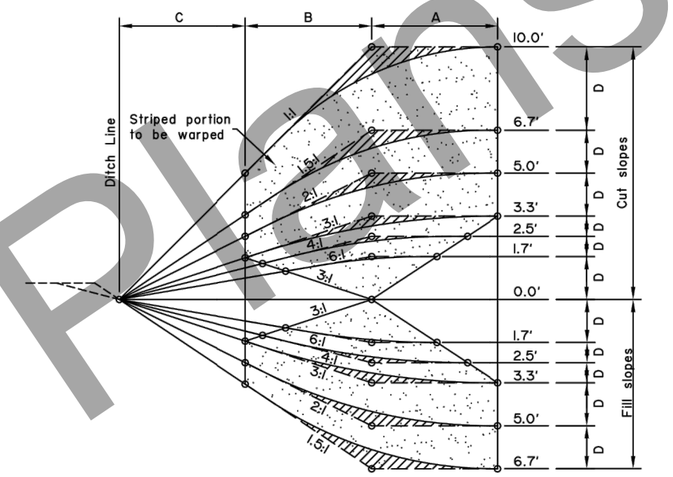

FIG. 4
2. Intersections of cut and fill slopes shall be warped as shown in fig. 4 and 5 when required by the plans or special provisions.
(b) When the average depth of cut or fill is such that the dimension B+C exceeds 10 feet, the ends of warping shall be at points where B+C is 10 feet, provided the warping distance E does not exceed 100 feet. That is, as shown in fig. 4 and 5, warping shall begin at a cut or fill depth of 6.7 feet for 1.5:1 slopes, at 50 feet for 2:1 slopes, etc. if the dimension E exceeds 100 feet, the dimension B+C shall be reduced until the intersections of the prescribed slopes with the natural ground are 100 feet apart.
D--Flatten and round warped slopes as shown in figure 4 for each section.